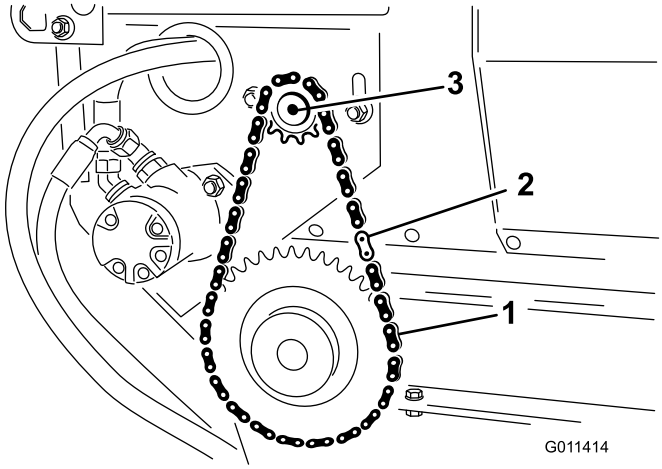

Figuur 30
2. Verwijder de sluitschakel uit de ketting en haal de ketting van het kleine tandwiel (Figuur 30).